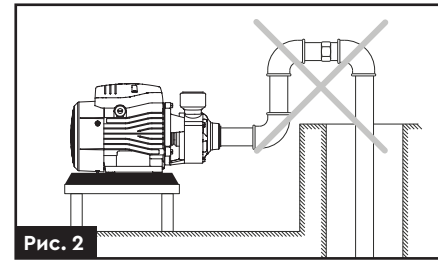

Рис. 2
- На вхідному трубопроводі має бути якомога менше вигинів для безперешкодного проходження води у вхідний отвір насоса **(рис. 2)**.